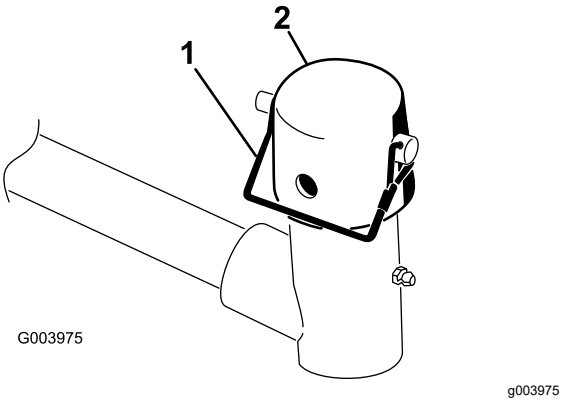

**Figur 9**
2. Fjern låsestiften og hætten fra løftearmens drejegaffel (Figur 9).
**Bemærk:** Brug rillen, hvis der ønskes en klippeenhed med styring, eller brug hullet, hvis klippeenheden skal fastlåses i positionen (Figur 9).